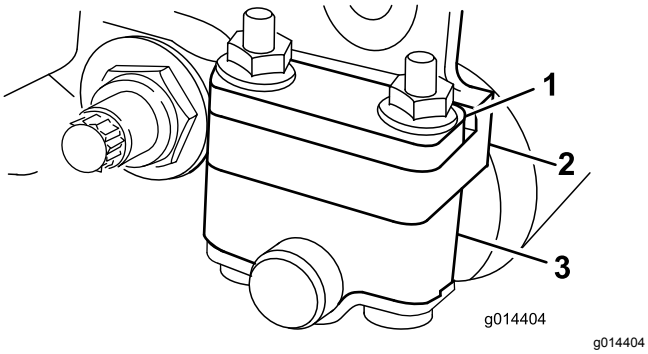
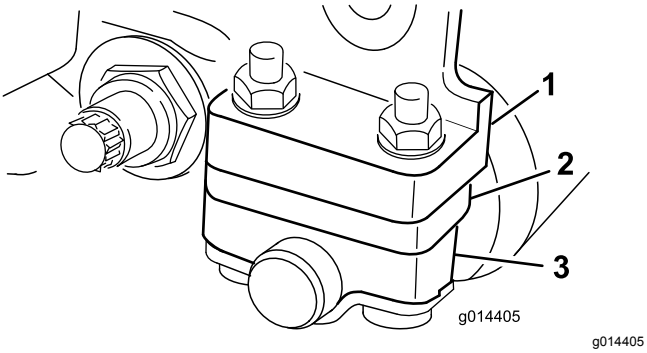

Figur 11
Figur 12
Beroende på önskad klipphöjd behöver du justera de bakre rullfästena (Figur 11 eller Figur 12) till den höga eller låga positionen:
- Placera distansbrickan över sidoplåtens monteringsfläns (fabriksinställning) när klipphöjdsinställningarna ligger inom området 1,5–6 mm enligt Figur 11.
- Placera distansbrickan under sidoplåtens monteringsfläns när klipphöjdsinställningarna ligger inom området 3–25 mm enligt Figur 12.
4. Placera distansbrickorna på skruvarna ovanför eller nedanför rullfästena efter behov (Figur 11 eller Figur 12).